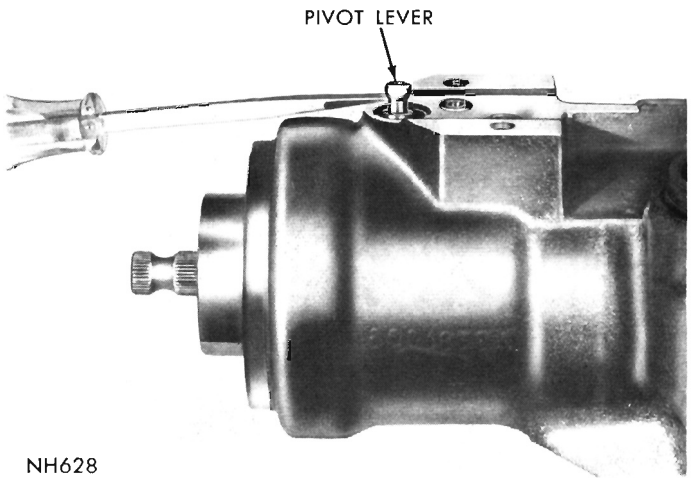

Fig. 9—Removing Pivot Lever
(3) Remove pivot lever and spring. Pry under spherical head with a screw driver (Fig. 9).